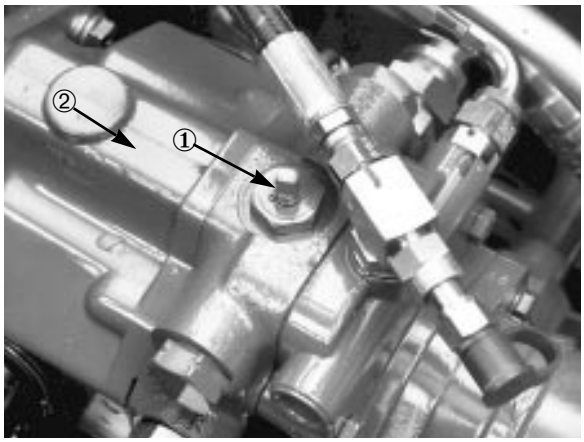

Fig. 18
4. Drei omløpsventilen 90° (fig. 18). Når du åpner ventilen åpnes også en intern kanal i traktorpumpen som omløper den hydrauliske oljen. Fordi oljen omløpes kan traktoren flyttes uten at det hydrauliske systemet skades.